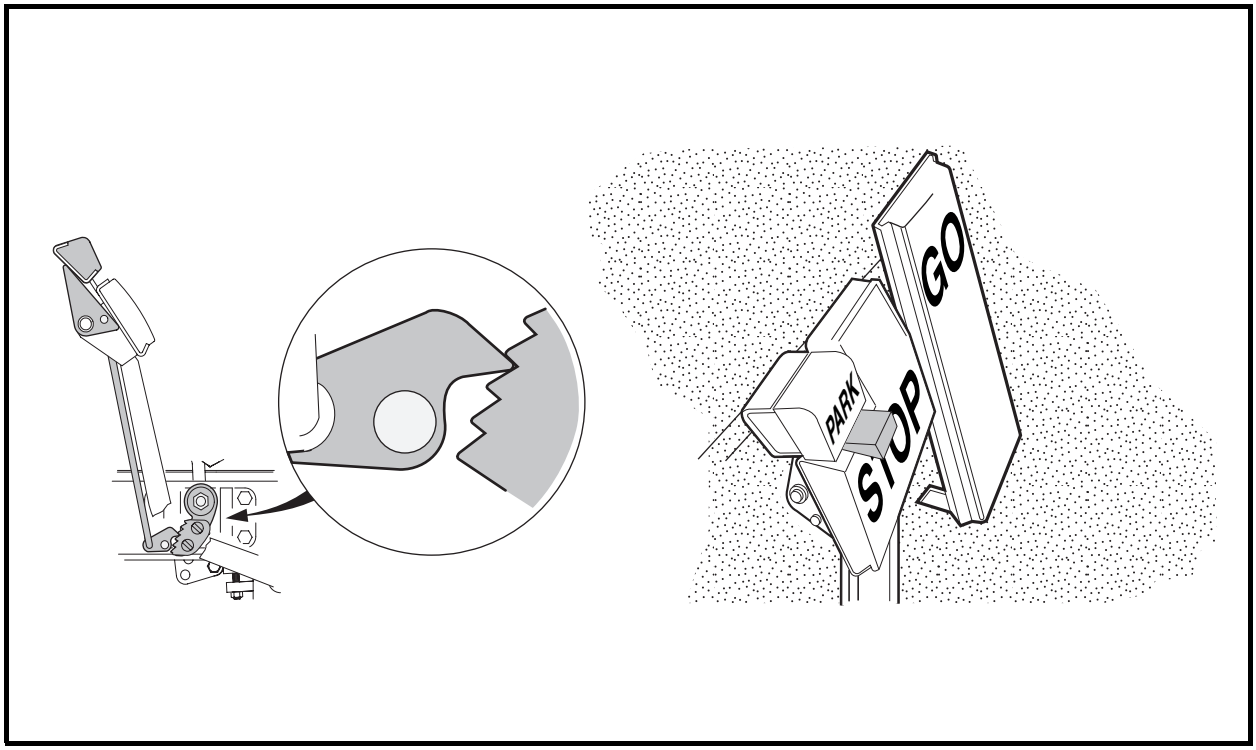

Figure 6-33 Set Park Brake and Insert Wedge
1. Set park brake in the third tooth of the ratchet. Place a wedge between the park brake pedal and brake pedal to prevent the park brake from disengaging while equalizing the brake cables **(Figure 6-33, Page 6-16)**.